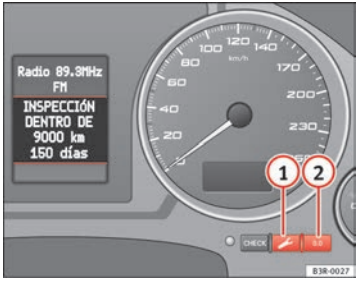

Fig. 52 Detailed view of the instrument panel: Service indicator
- Press the service button ⇒ page 74, fig. 52 (1) and hold while switching on the ignition. The display will show one of these messages: **Service in ----- km** or **Service!**
- Now press and hold the reset button (2) until the display shows **Service in ----- km --- days** or **Service!**